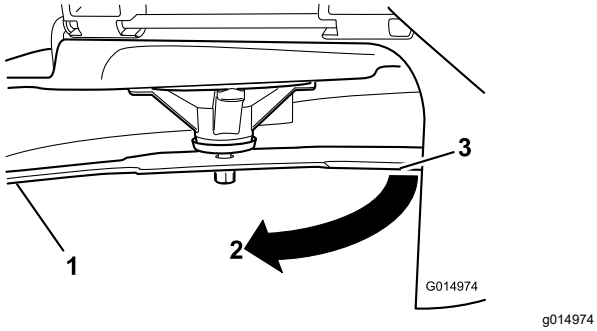

**Figur 105**
3. Målt afstand mellem skærekniven og overfladen (A)
4. Drej samme skærekniv 180 grader, så den modsatte skærekant nu befinder sig i samme position (Figur 105).